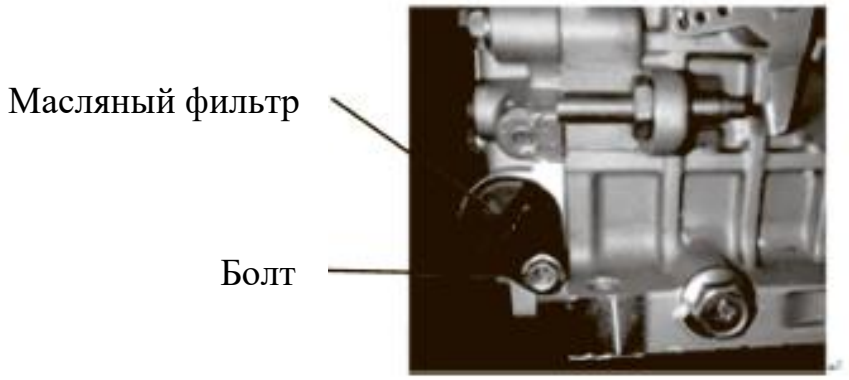

Рис. 20
- Открутите болт (см. Рис. 20).